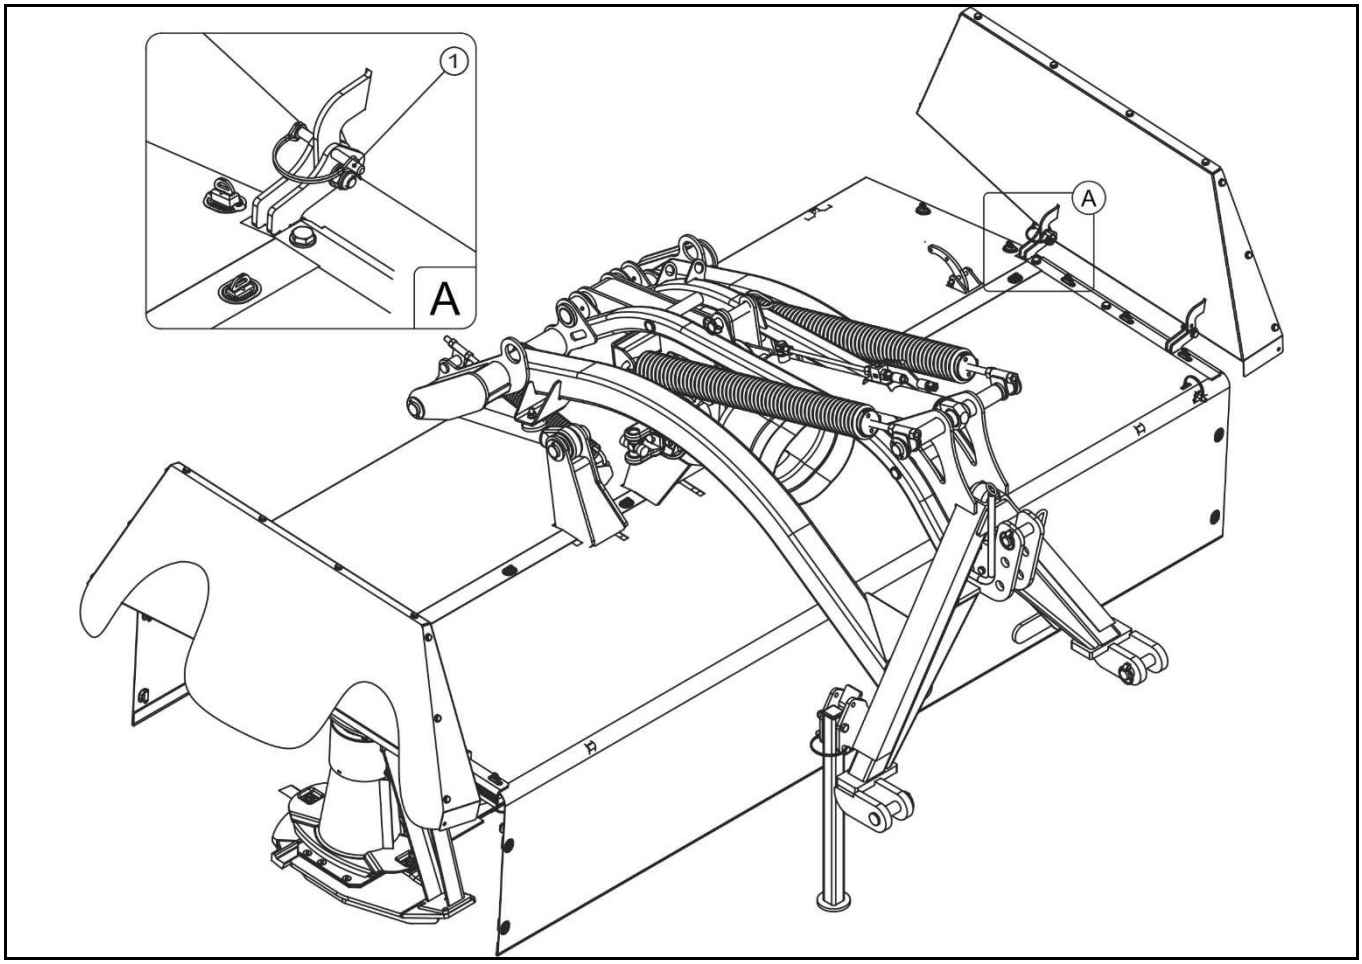

РИСУНОК 4.4 **Подъем боковых кожухов в транспортное положение**
- поднять боковые кожухи косилки вверх и заблокировать чеками (1) (РИСУНОК 4.4).